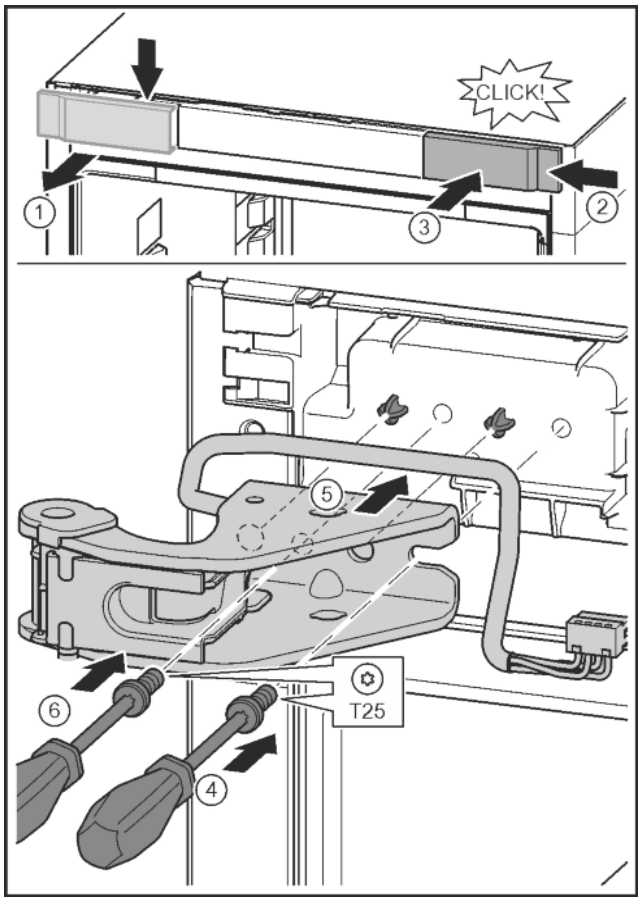

Fig. 33
▶ Libérer le cache et le retirer latéralement. *Fig. 33 (1)*
▶ Accrocher le cache tourné de 180° de l'autre côté à droite. *Fig. 33 (2)*
▶ Encliqueter le cache. *Fig. 33 (3)*
▶ Mettre en place la vis avec un tournevis T25. *Fig. 33 (4)*
▶ Mettre en place le support de palier supérieur. *Fig. 33 (5)*
▶ Serrer la vis. *Fig. 33 (4)*
▶ Mettre en place la vis avec un tournevis T25 et la serrer. *Fig. 33 (6)*